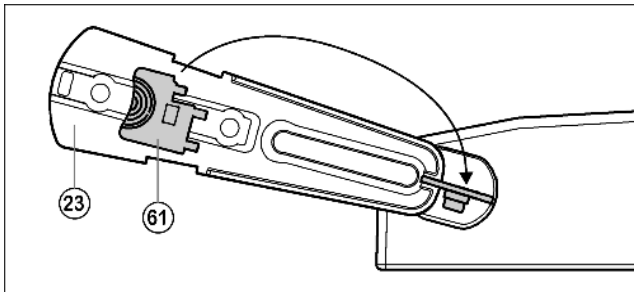

Fig. 22
- ▶ Die mitgelieferte Schablone *Fig. 22 (61)* aus dem Lagerbock lösen und damit Lagerbock *Fig. 22 (23)* und Buchse gegen Verdrehen sichern.